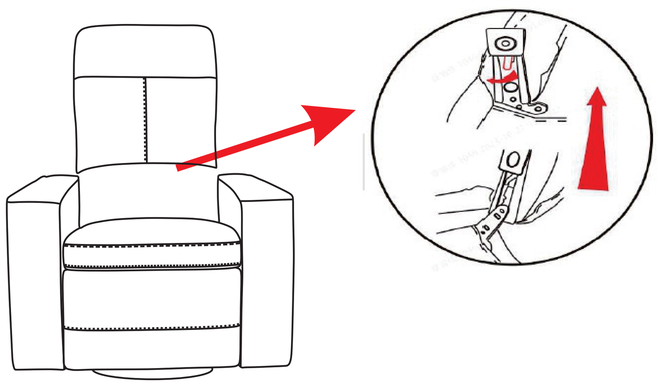

Figure 7
Unzip the zipper between the Back (A) and the Seat (B). Pull up the spring leaf in bracket, lift the Back (A) up and lay it face down on the Seat (B). Then disconnect all the cables and tubes. (See Figure 7.)